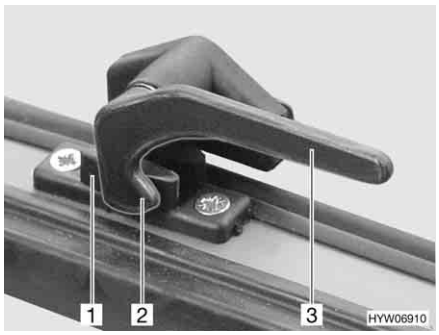

Fig. 55 Catch lever in "closed" position
- Turn the catch lever (Fig. 55,3) a quarter turn towards the centre of the window.
- Turn the catch lever (Fig. 55,3) a quarter turn towards the window frame. The locking catch (Fig. 55,2) is located on the inside of the window catch (Fig. 55,1).
- Firmly closed (Fig. 55).